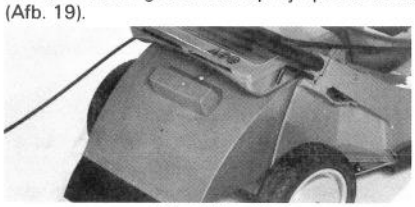

Afbeelding 19
3. Terwijl u over de stuurstang heen reikt, schuift u de uitlaat op de motorkap en u schuift vervolgens de achterklep weer voorzichtig dicht, zodat de grasuitlaat op zijn plaats komt (Afb. 19).